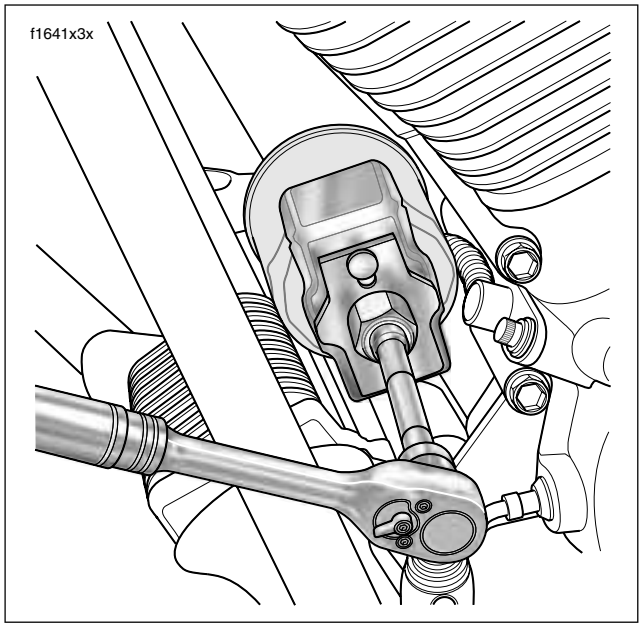

Figure 3-3. Remove Engine Oil Filter
b. Place the jaws of the wrench over the oil filter with the tool oriented vertically. See Figure 3-3.